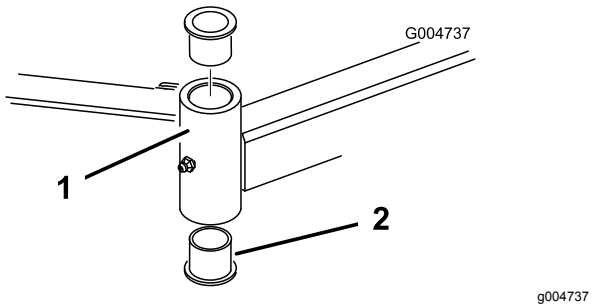

**Figuur 105**
4. Sla een drevel in de boven- of onderkant van de bevestigingsbuis en tik de lagerbus uit de buis (Figuur 105). Tik ook de andere lagerbus uit de buis. Reinig de binnenkant van de buizen.